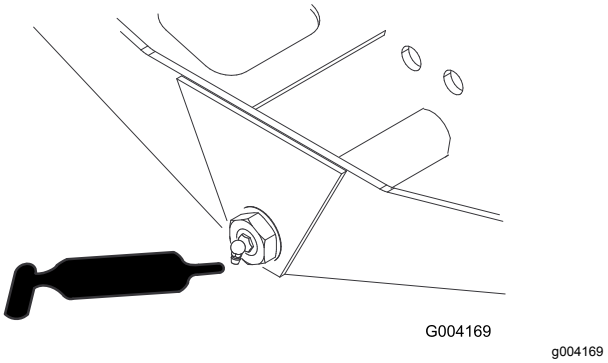

Figur 46
- Akselstyringsdreietapp (1) (Figur 46)